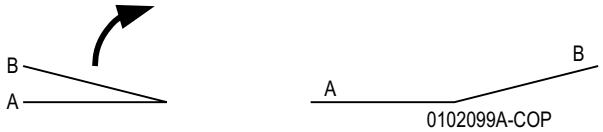

Figure 1 Staple Position
9. Measure and record X1 and compare the staple position against the specification in (Figure 1). Ensure that all staples are within +/- 1.0 mm of the fold (X1 dimension).